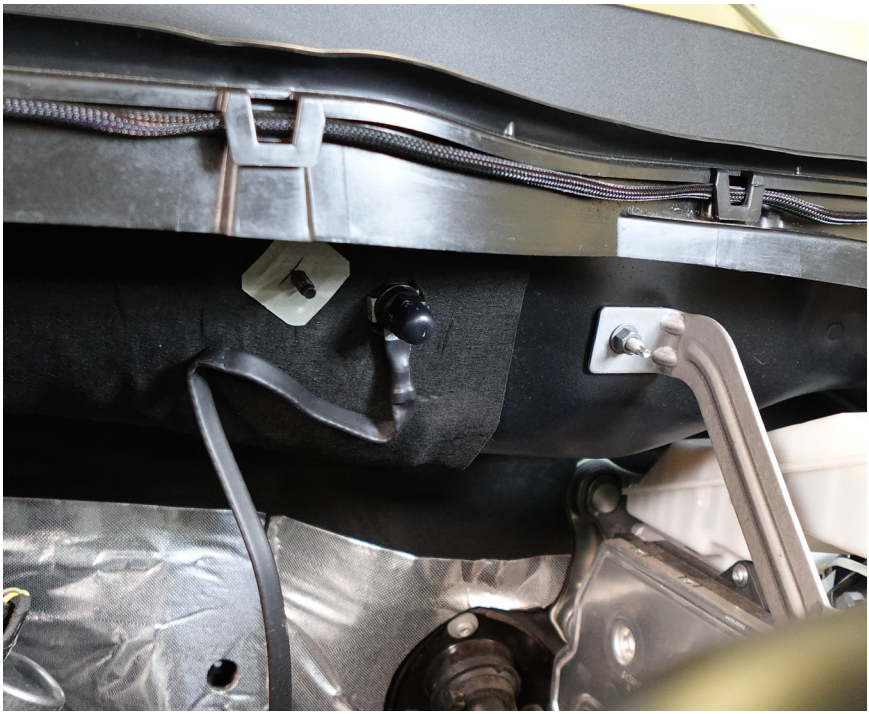

Figure 3 - Ground Wire Studs on Firewall
1. Locate the ground wire stud on the firewall, shown in **Figure 3**, and remove the nut using a 15mm tool.